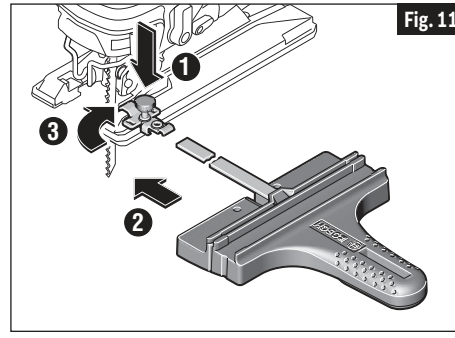

Fig. 11
3. Placez le(s) bouton(s) de verrouillage du côté approprié de la bride ou des brides de fixation, puis serrez à fond le(s) bouton(s) sur la bride ou les brides de fixation (Fig. 11).
3. Serrez fermement le(s) bouton(s) de verrouillage sur la ou les bride(s) de fixation (Fig. 11).
8. Placez le(s) bouton(s) de fixation du côté approprié de la bride ou des brides de fixation, et serrez fermement le(s) bouton(s) de verrouillage sur la ou les bride(s) de fixation (Fig. 11).